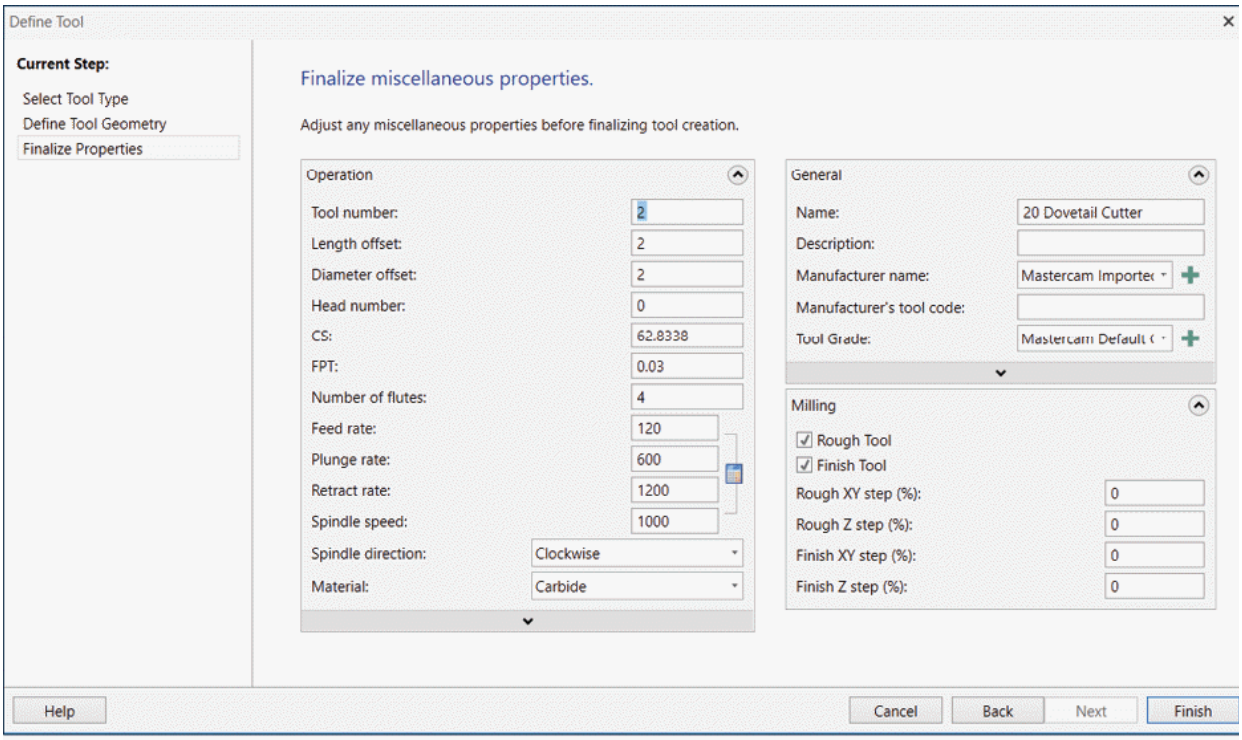

Figure-33. Finalize miscellaneous properties page
- Specify the parameters for the tool and click on the **Next** button from the dialog box. The **Finalize Properties** page of the **Define Tool** dialog box will be displayed; refer to Figure-33.